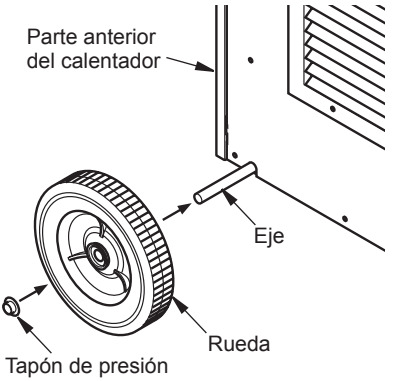

Figura 5 - Instalación del eje y las ruedas
3. Coloque una rueda dentro del eje y entonces inserte cuidadosamente el eje en el chasis del calentador como se muestra en la figura 5.